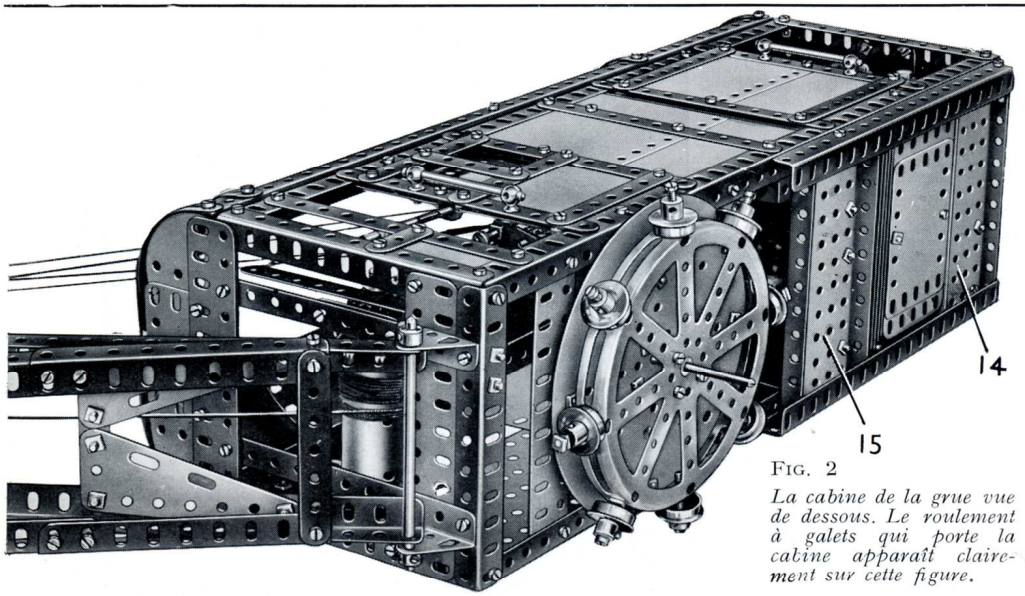
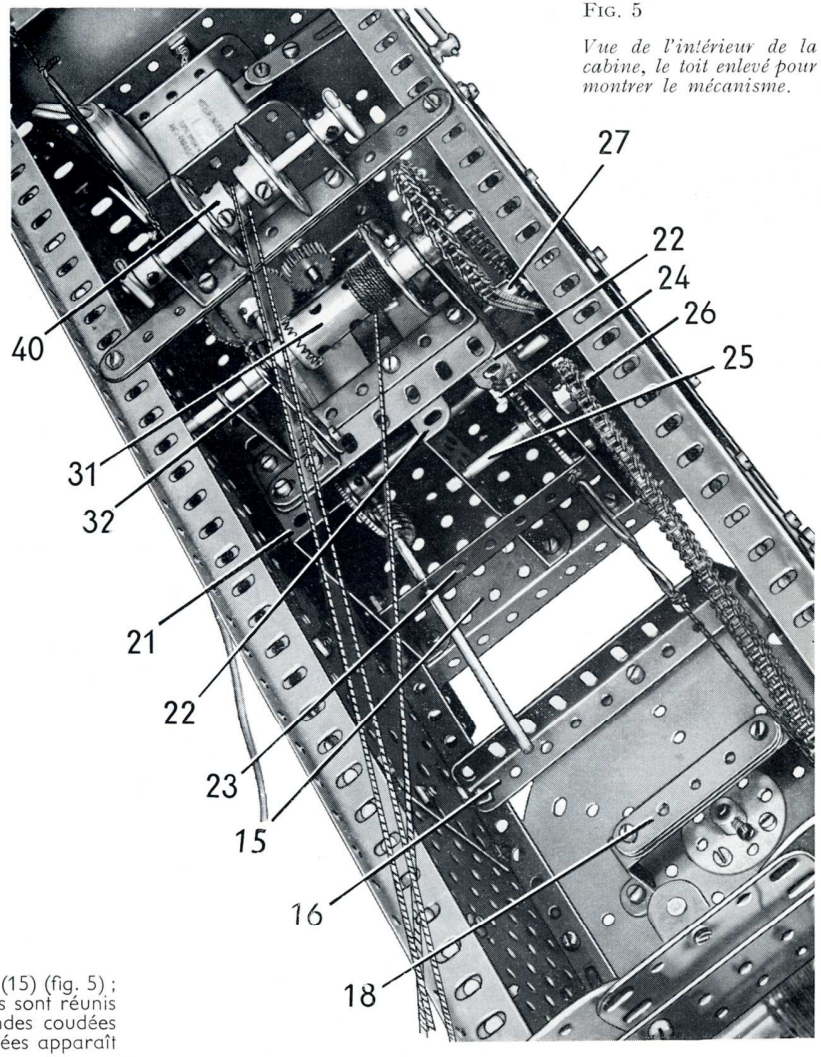

FIG. 2
FIG. 5
Un moteur électrique universel est boulonné sur 2 cornières de 5 trous fixées sur la plaque (14) (fig. 2). Un pignon de 25 dents monté sur l'arbre du moteur entraîne une roue de 50 dents montée sur une tringle de 29 cm. Cette tringle passe dans les flasques du moteur et dans les bandes coudées (23) et elle porte une vis sans fin qui entraîne une roue de 57 dents fixée sur une tringle de 10 cm. qui passe dans les plaques à rebords (21) et (22). Un pignon de 25 dents (24) est fixé sur cette tringle. Deux tringles de 6 cm. dont l'une apparaît en (25) (fig. 5), passent dans les plaques à rebords (22), et chacune d'elles porte une roue de 50 dents qui engrène avec le pignon (24) sur un mouvement de coulisse de la tringle. La tringle (25) porte une roue de chaîne de 14 dents (26), et l'autre tringle de 6 cm. une de 14 dents (27).
Deux plaques à rebords de 14×6 cm. (14) et (15) (fig. 2) sont fixées sur la base de la cabine et entre elles se trouvent une plaque flexible de 14×6 cm. et une de 14×4 cm. Deux cornières de 19 trous sont fixées sur les rebords des plaques. Huit plaques flexibles de 14×6 cm., quatorze de 11,5×6 cm., et trois de 9×6 cm. sont fixées sur le plancher entre les plaques à rebords et servent de contrepoids à l'arrière de la cabine.
Une plaque circulaire de 15 cm. est boulonnée sur la plus basse des cornières (9) et sur la cornière correspondante de l'autre côté, mais elle en est tenue écartée par un écrou placé sur chaque boulon. La plaque circulaire est également soutenue par une cornière de 11 trous (16) et une poutrelle plate de 11 trous (17) renforcée par une bande de 11 trous. Elle est tenue écartée de ces pièces par deux écrous placés sur chacun des boulons de 9,5 mm. qui les réunissent. Une roue barillet à huit trous est boulonnée sur le centre de la plaque circulaire, et deux équerres renversées de 25 mm. fixées sur la plaque tiennent quatre bandes de 5 trous (18) (fig. 5).
Le carter de la boîte de vitesses se construit en boulonnant trois plaques à rebords de 9×6 cm. sur la plaque (15) (fig. 5) ; l'une des plaques à rebords apparaît en (21) et les deux autres en (22). Les rebords supérieurs des plaques sont réunis par une poutrelle plate de 7 trous sur laquelle est boulonnée une bande coudée de 75×38 mm. Deux bandes coudées de 90×12 mm. sont boulonnées sur la plaque (21) et sur l'une des plaques (22). L'une de ces bandes coudées apparaît en (23) et l'autre est fixée dans les trous correspondants des bords arrière des plaques (21) et (22).